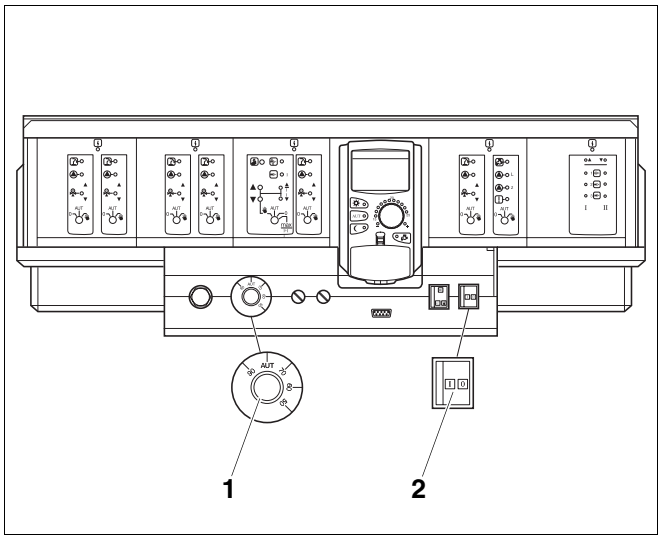

Afb. 15 Regelsysteem Logamatic 4000
- Stel de bedrijfsschakelaar (afb. 15, **pos. 2**) in positie "0" (UIT).